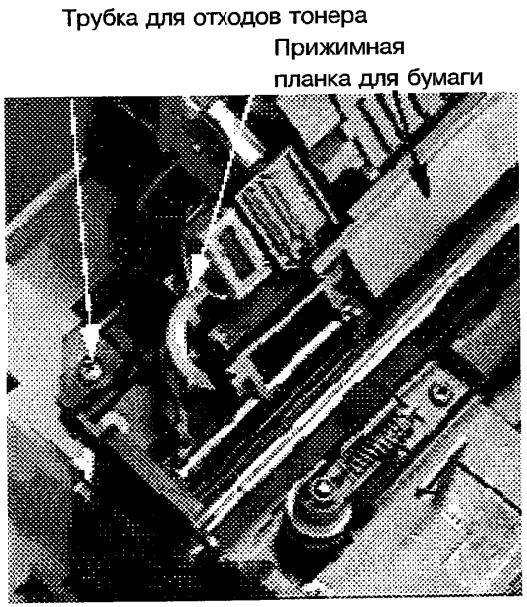

Рис. 4-12 **Обслуживающая станция**
3. Отсоедините трубку для отработанного тонера от разъема трубки (рис. 4-12).
4. Выверните винт, которым закреплена обслуживающая станция (рис. 4-12).